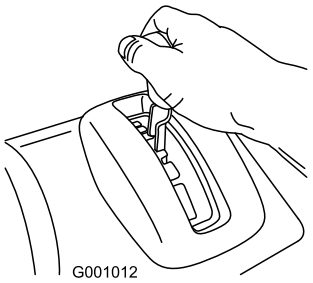

Figuur 11
1. Zet de snelheidskeuzehendel in de gewenste stand om vooruit te gaan en controleer dat deze in de uitkeping valt (Figuur 11).